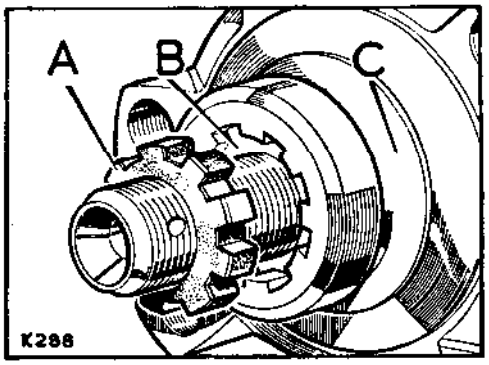

**Fig. E1-11. Oil seal for driving member**
1. Fit the driving member to the half shaft, ensuring that the oil seal is fitted with the rubber side facing outward, see Fig. E1-11.